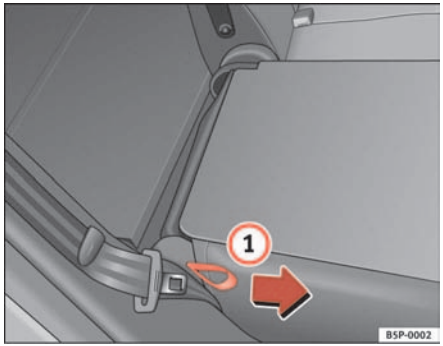

Fig. 98 Folding or opening the front seat backrests
– Pull the loop on the side of the seat ⇒ fig. 98 (1) in the direction of the arrow and lift the seat backrest into position.